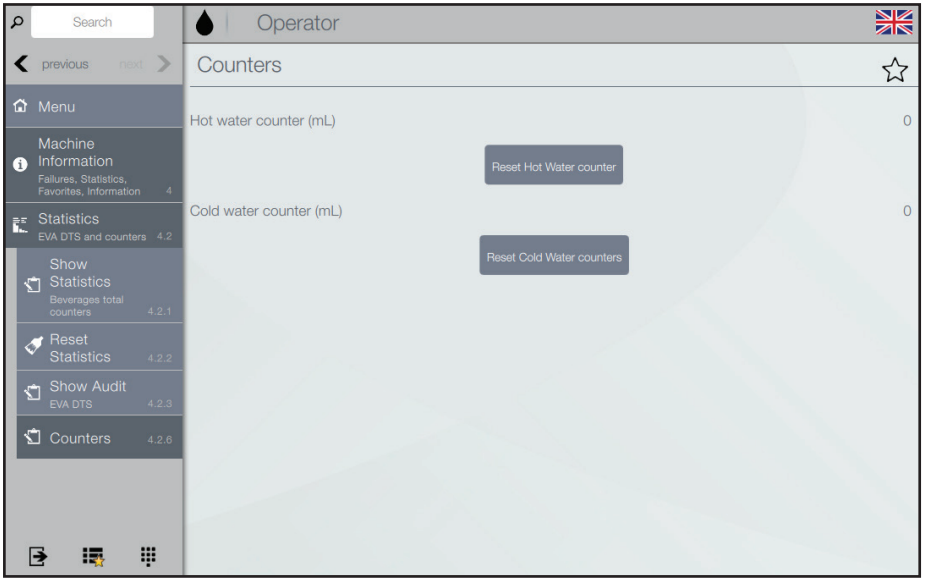

Fig. 6.14- Contor total apă
- Atingeți „Resetare contor apă fierbinte” pentru a seta la zero contorul de apă fierbinte (fig. 6.14)